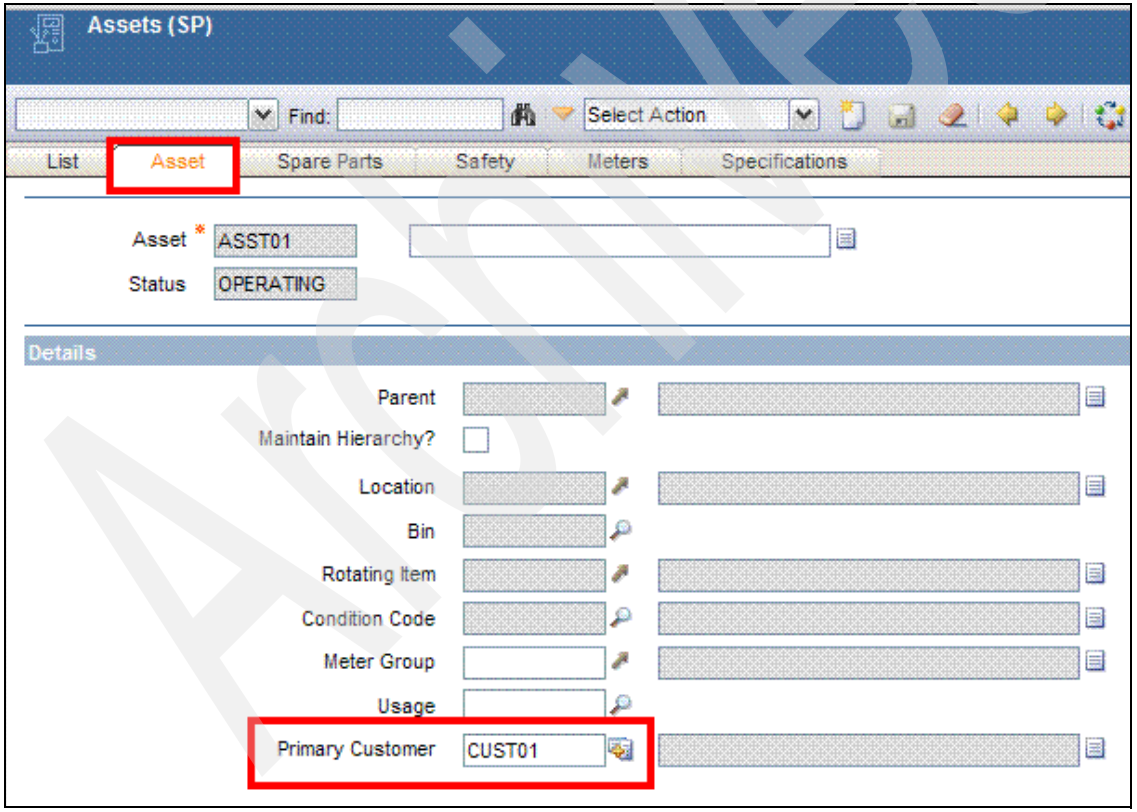

Figure 10-7 Associate customers to the record
3. Asset ASST01 is associated with RedBooksCus01. ASST02 is associated with RedBooksCus02 and ASST03 has no customer associated with. Select **Go To** → **Assets** → **Assets (SP)**. Search and select your asset, and go to the Primary Customer field in the Details Table. See Figure 10-7.